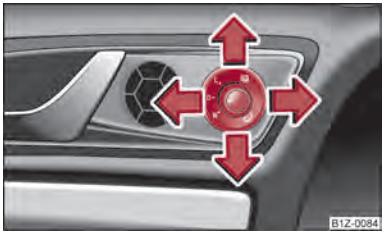

Fig. 41 Inner part of door: Rotary knob
– Turn the rotary knob to position ⇒ fig. 41.
On vehicles fitted with a memory for the driver seat, the surface of the mirror tilts down slightly when the rear gear is engaged and the rotary knob is in the position **R** ⇒ fig. 41. This provides an aid in seeing the kerb of the pavement when parking the car.
- If the exterior mirrors are folded in using the rotary knob ⇒ fig. 41, they can only be folded back into the driving position using the rotary knob.